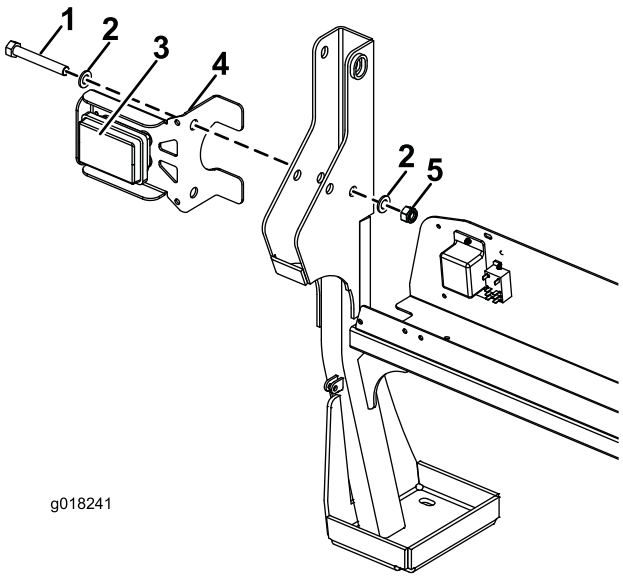

Figure 2
2. Screws (4)
6. Align the upper hole in the L.H. rear light bracket with the hole in the ROPS and insert the new M16 x 110mm bolt (Figure 2). Re-use the existing washers.